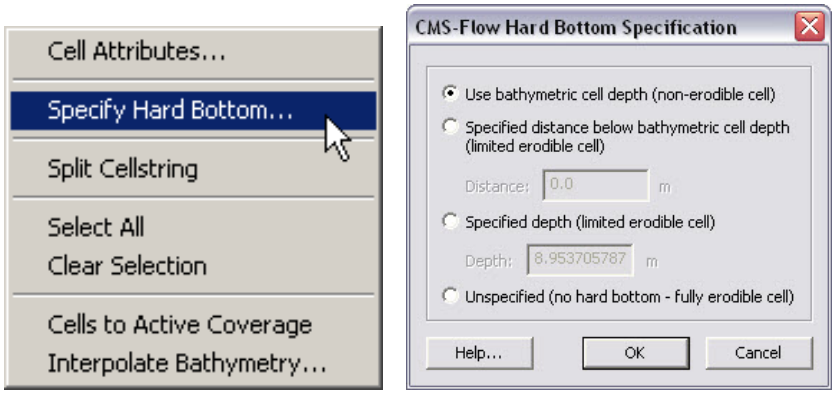

Figure 15. Rt-click cell options to specify hardbottom; *CMS-Flow Hard Bottom Specification Options*.
3. Rt-click on the selected cells, and select *Specify Hardbottom*, and then select *Use bathymetric cell depth* (non-erodible cell) (Figure 15), *OK*.